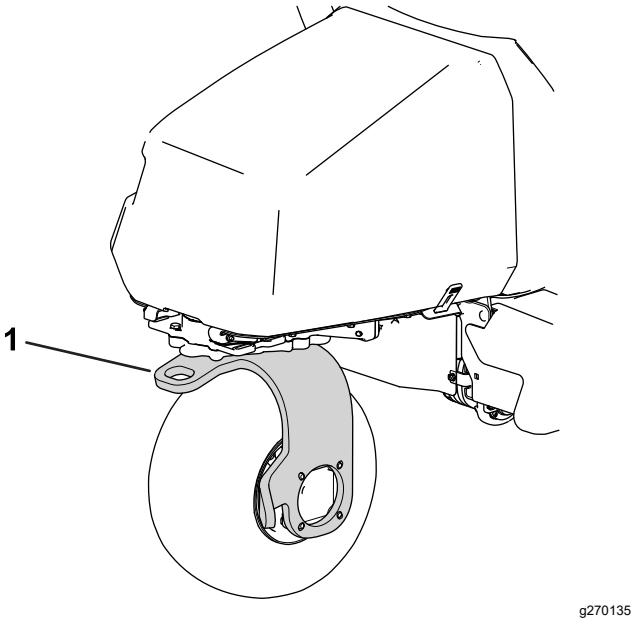

Figura 37
13. Não utilize a forquilha da roda traseira para rebocar a máquina (Figura 37).